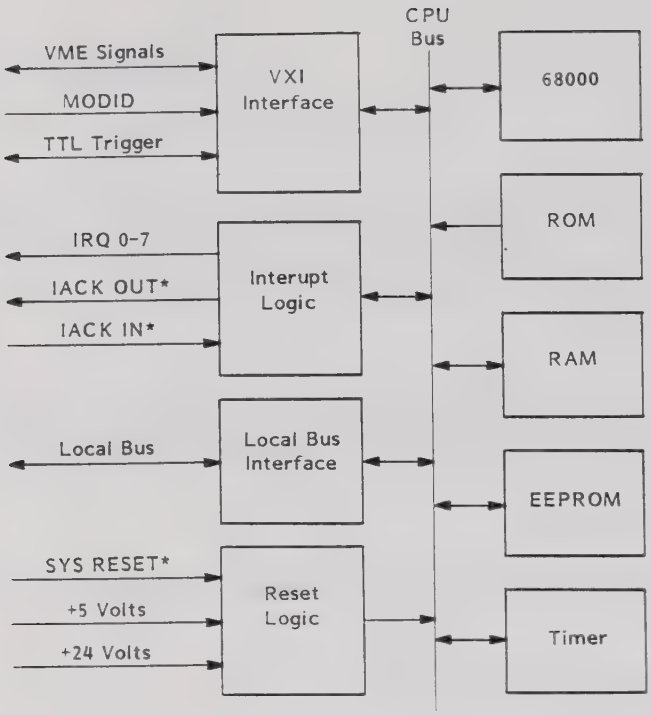

Figure 4-2, 1260 Series Microprocessor Block Diagram
4.2.2.1 The microprocessor block accepts commands from the VXIbus, interprets the commands and sends the required data to the appropriate relay card via the Lbus interface. A simplified block diagram is given in Figure 4-2. The microprocessor is a Motorola MC68000 operating at 8 MHz. This block also contains ROM, RAM, EEPROM, address decoding, interrupt logic, a counter/timer and general purpose input and output ports.